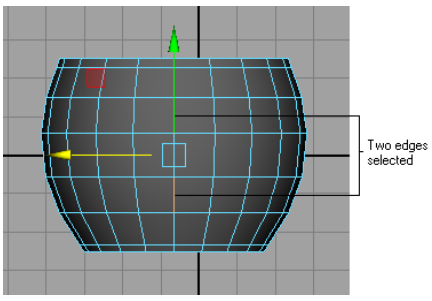
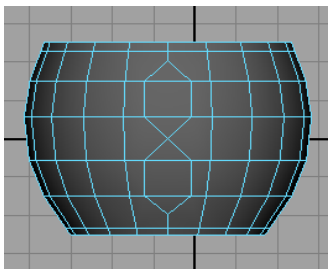

Figure 2-65 *Two edges of mug selected*
Figure 2-66 *Selected edges beveled*
2. Select two edges of *mug*, refer to Figure 2-65. Next, choose **Edit Mesh > Components > Bevel > Option Box**; the **Bevel Options** window is displayed. Now, enter **1** in the **Width** edit box and choose the **Bevel** button; the selected edges will be beveled, as shown in Figure 2-66.